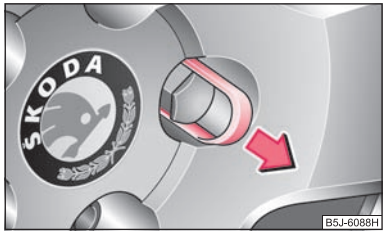

Fig. 153 Cambio de rueda: Retirar la caperuza cobertera del tornillo de rueda
- Retire el capuchón con la **grapa de plástico** ⇒ fig. 153.